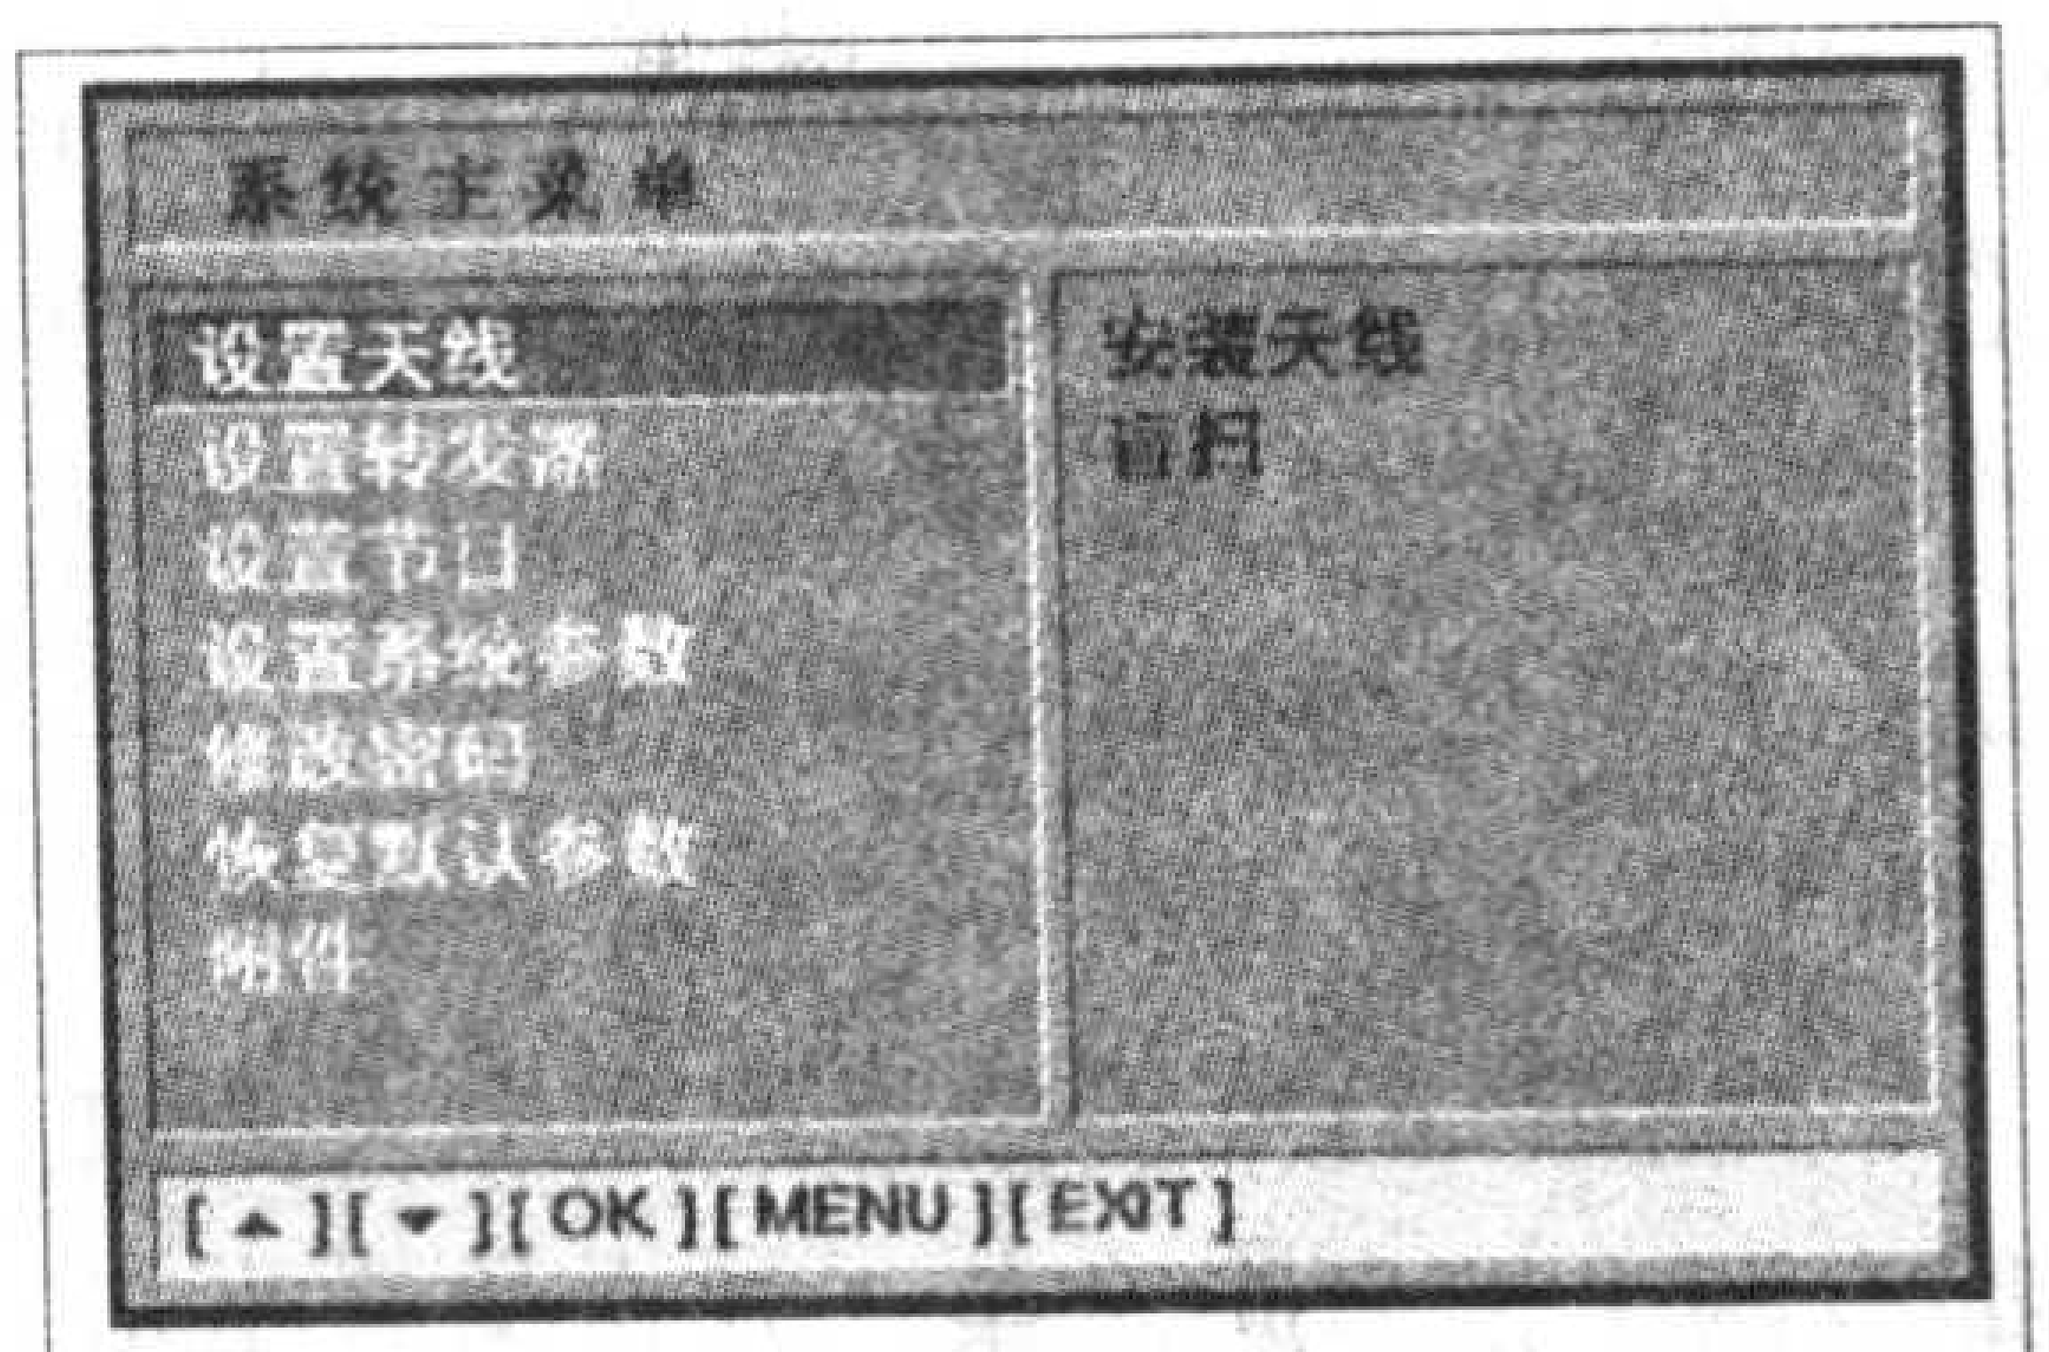

图40
1.进入【系统主菜单】→【设置天线】→【安装天线】，进入每一层菜单都有相应的功能提示，选择好所接收卫星的本振频率，再退出即可（见图40～图42）。